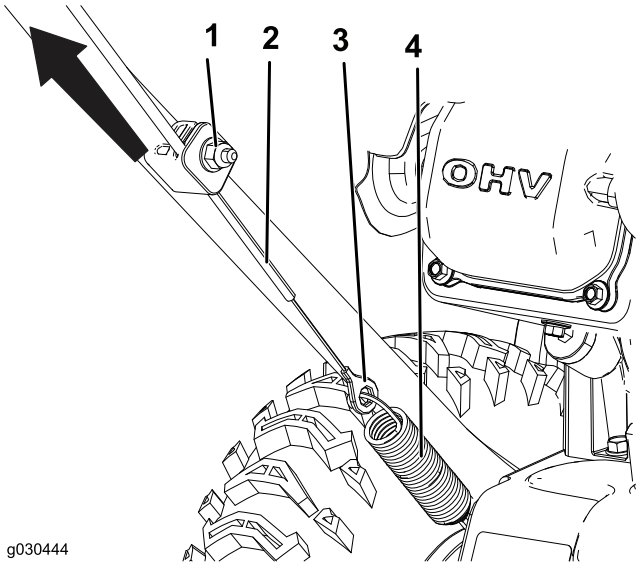

Рисунок 25
1. Ослабьте затяжку гайки нижнего зажима тросика, но не отворачивайте ее полностью (Рисунок 25).
2. Потяните тросик вверх, чтобы частично выбрать провисание тросика (Рисунок 25).
3. Удерживайте тросик на месте и затяните гайку (Рисунок 25).